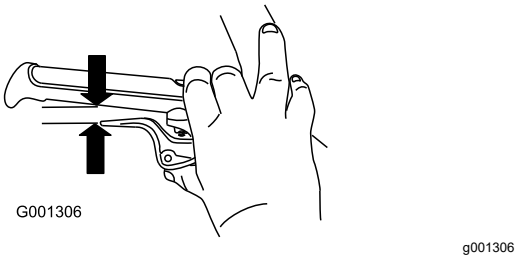

Figure 8
4. Serrez le levier complètement contre le guidon, puis vérifiez l'écartement entre le bas du guidon et l'extrémité du levier de débrayage de roue (Figure 8).